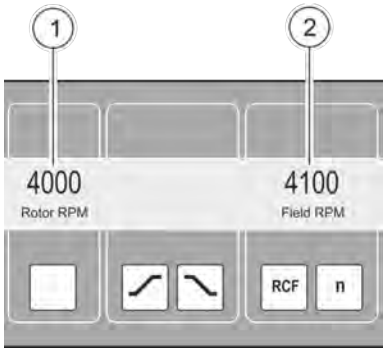

Fig. 90: Rotor speed and field speed
➡ The display (*Fig. 90*) appears.
4. → *Slip is calculated by subtracting the rotor speed (actual speed; Fig. 90/1) from the field speed (nominal speed; Fig. 90/2).*